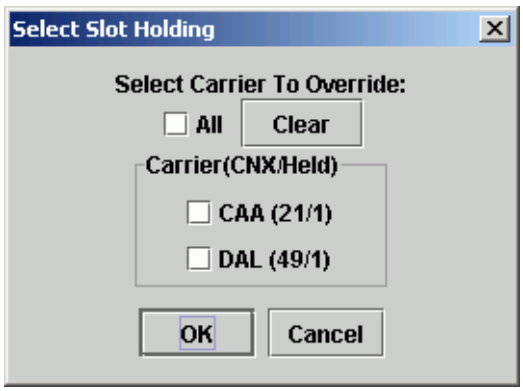

Figure 3 - 60: Slot Holding Override Window
- ***Slot Hold Override*** **-** You can change parameters only for RBS++ and Compression. The Slot Hold Override field allows you to override an airline's slot holding status by either typing an airline's three-letter identifier directly in the text field next to ***Slot Hold Override*** or click **Select** to open the Select Slot Holding window (see Figure 3 - 60). The Select Slot Holding window lists the airlines currently holding slots at the data set constraint and allows you to select which airline(s) to override. Select the box next to each airline to override its slot holding status and include the slot in compression. When you check a box, that airline's slot hold status is ignored.